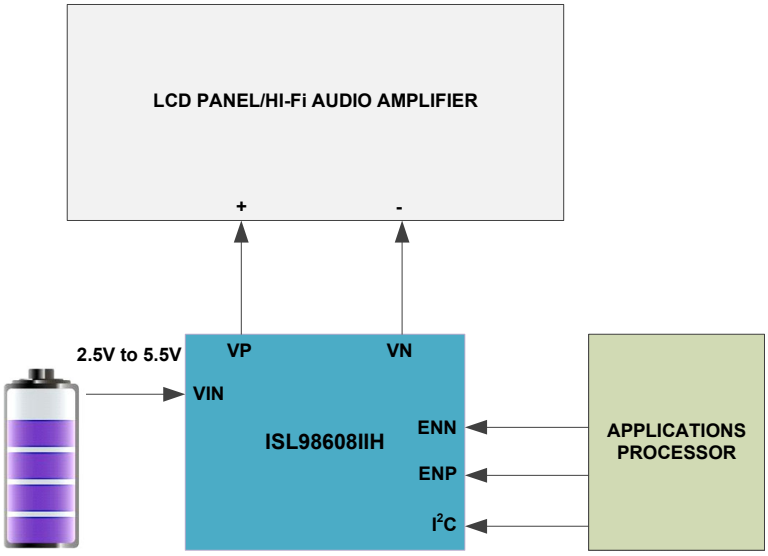

FIGURE 42. TYPICAL SYSTEM APPLICATION BLOCK DIAGRAM
The ISL98608IIH is a display PMIC and can be used to supply power to an LCD display. Figure 42 shows the typical system application block diagram. For display power, the ISL98608IIH integrates a boost regulator (VBST), low dropout linear regulator (VP) and an inverting charge pump regulator (VN). The boost voltage is generated from a battery voltage ranging from 2.5V to 5.5V and boost regulator output can be programmed from 4.60V to 7.3V. The VBST regulator integrates low-side NFET and high-side PFET MOSFETs for synchronous rectification.